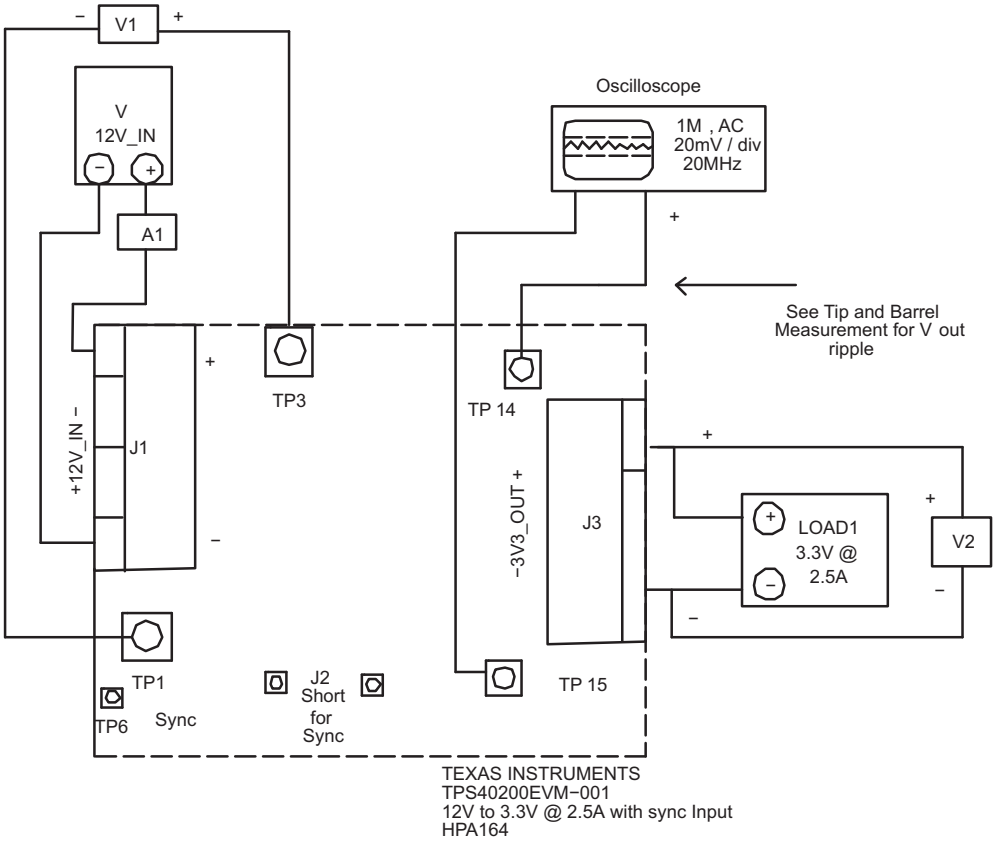

Figure 3. TPS40200EVM-001 Recommended Test Setup
A 60-MHz or faster oscilloscope can be used to determine the ripple voltage on 3V3_OUT. The oscilloscope should be set for 1-MΩ impedance, ac coupling, 1-µs/division horizontal resolution, 20-mV/division vertical resolution for taking output ripple measurements. TP14 and TP15 can be used to measure the output ripple voltage by placing the oscilloscope probe tip through TP14 and holding the ground barrel to TP15 as shown in Figure 3. For a hands-free approach, the loop in TP15 can be cut and opened to cradle the probe barrel. Using a leaded ground connection may induce additional noise due to the large ground loop area. Connect a short wire from the barrel of the scope probe to TP15 as necessary to reach between TP14 and TP15.
Shown in Figure 3 is the basic test setup recommended to evaluate the TPS40200EVM-001. Note that although the return for J1 and J3 are the same, the connections should remain separate as shown in Figure 3.
3. Connect the ammeter A1 (0-A to 5-A range) between V_{12V_IN} and J1 as shown in Figure 3.
4. Connect voltmeter V1 to TP1 and TP3 as shown in Figure 3.
6. Connect voltmeter, V2 across J3 pin 3 and J3 pin 2 as shown in Figure 3.